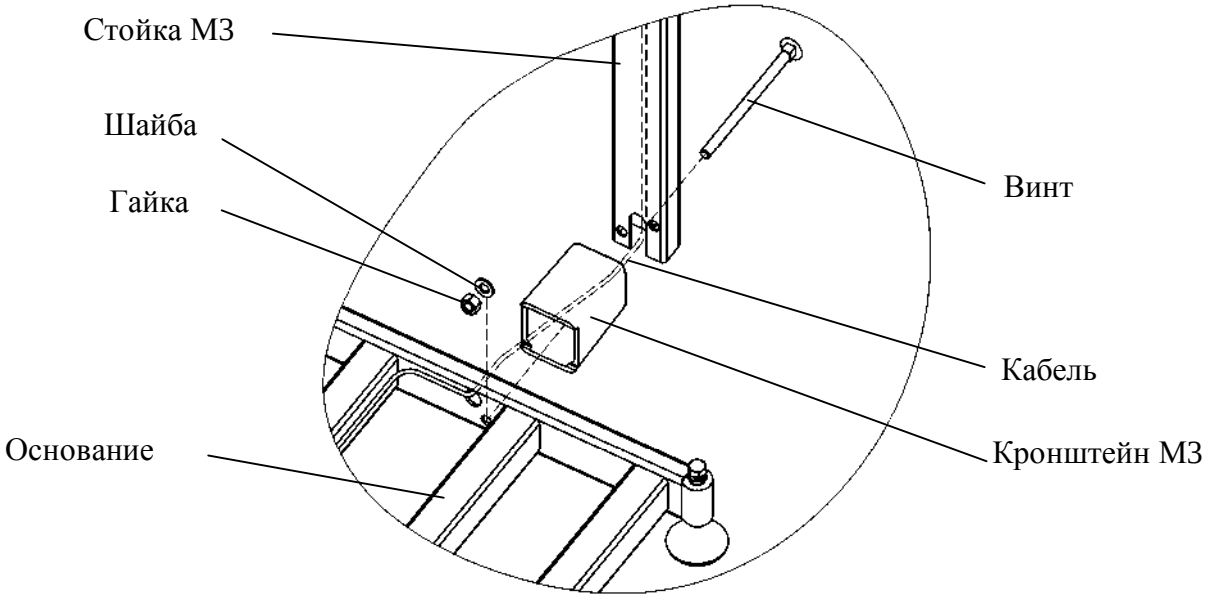

Рис. 6.4 - Крепление прямоугольной стойки
- протянуть кабель весовой платформы через кронштейн и стойку (Рис. 6.4);